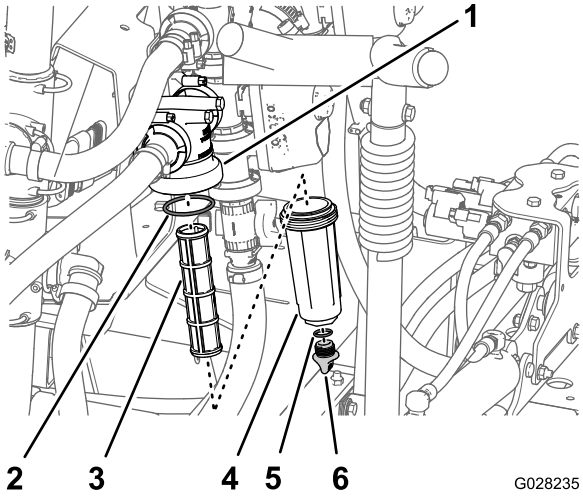

Figura 114
2. Alinhe um recipiente de escoamento debaixo do filtro de pressão (Figura 114).
3. Rode o tampão de drenagem no sentido contrário ao dos ponteiros do relógio e retire-o do recipiente do filtro de pressão (Figura 114).
4. Rode o recipiente no sentido contrário ao dos ponteiros do relógio e retire a cabeça do filtro (Figura 114).
5. Retire o elemento do filtro de pressão antigo (Figura 114).
6. Verifique o anel de retenção do tampão de drenagem (localizado no interior do recipiente) e o anel de retenção do recipiente (localizado no interior da cabeça do filtro) e veja se há danos e desgaste (Figura 114).
7. Instale o novo elemento do filtro de pressão na cabeça do filtro (Figura 114).
8. Instale o recipiente na cabeça do filtro apertando à mão (Figura 114).
9. Instale a tampa no depósito e aperte manualmente (Figura 114).